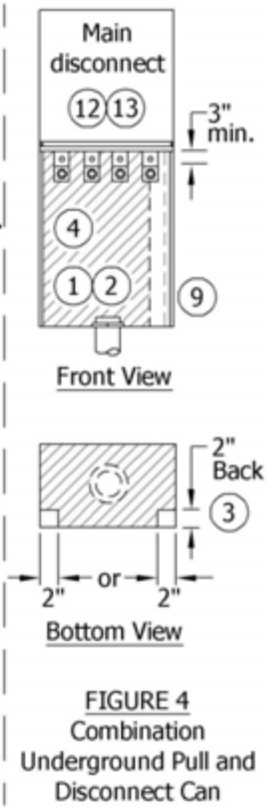

FIGURE 4
(1) Service lateral conduits, firmly secured with a locknut, hub or bushing, must enter bottom of pull can. Maximum conduit intrusion inside pull can is 1". Load conduits must exit above shaded area. See pages SG 309.1 – 309.3 for service lateral conduit requirements.
(2) Bonding connection for service lateral conduits only is permitted at bottom of can. Any other bonding or grounding connection must be made above the shaded area and no grounding or bonding conductor is permitted to pass through shaded area.
(3) In the combination underground pull and disconnect can (see Figure 4) the grounding electrode conductor or bond jumper may be installed in a fully enclosed, factory-installed wireway (2" x 2" maximum) located in either back corner of the pull can area (see Figure 4 Bottom View). The raceway may not impede the required working space or reduce any specific clearances.
(4) Shaded area is for Utility service lateral conductor only. See Note 2 for exception.
(5) Terminating facilities for Utility's service lateral conductors shall be aluminum-bodied mechanical lugs with a range accepting one No. 4 AWG through 500 kCMIL conductor. One lug shall be provided for terminations rated up to 400 amps and 2 lugs for terminations rated 401-800 amps. Refer to page SG 707.2 Note 3 for exception that allows a single lug for 600 ampere special application.
(6) Maximum height from standing surface to centerline of mechanical lug is 60". Utility may approve greater height due to special circumstances. Consult with the Utility.
(7) Dimension "W" is the minimum width of the pull can access opening and is measured between the left side and right side return flanges; not interior walls of pull can.
(8) When viewed from front of pull can, return flanges shall not extend closer than ¾" from the outside edge of mechanical lug.
(9) 1" minimum side clearance is required from side of pull can to any other equipment or obstruction.
(10) All pull cans shall have full front access. Cover panels shall be removable, sealable, provided with two lifting handles, and limited to a maximum of 9 square feet in area. Sealing provisions shall consist of two drilled stud and wing-nut assemblies on opposite sides of the panel. See page SG 503 for sealing requirements. A minimum of 4" is required from the bus to the inside of the panel cover and 1" minimum from the bolt termination to the inside of the panel cover.
(12) In pull cans rated 0 – 800 amps, either bus bar or cable connections may be used from the top of the cable termination bus to serve a Current Transformer (CT) compartment, a single main disconnect, and multiple main disconnects.
(13) A main service or meter service disconnect is not permitted on the supply (line) side of a single meter.